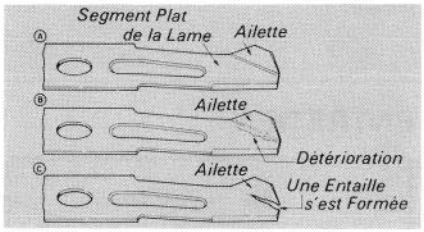

Figure 21
3. Examinez soigneusement le tranchant de la lame (couteau). Affûtez ou remplacez au besoin (Fig. 21).
2. Meulez uniformément le tranchant aux deux extrêmités de la lame (Fig. 21).